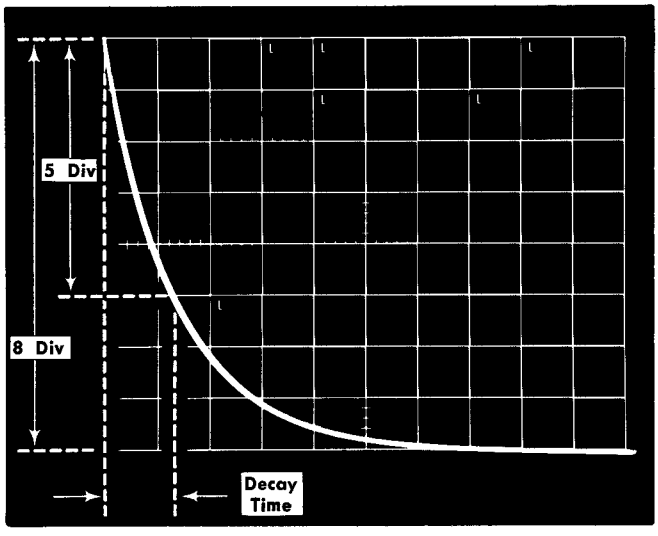

Fig. 6-27. Typical CRT display of decay time.
h. Position the start of the trace as shown in Fig. 6-27, using the Type 2B67 Position control and the Type 2A61 POSITION control.
i. Measure the decay time of the display as shown in Fig. 6-27.